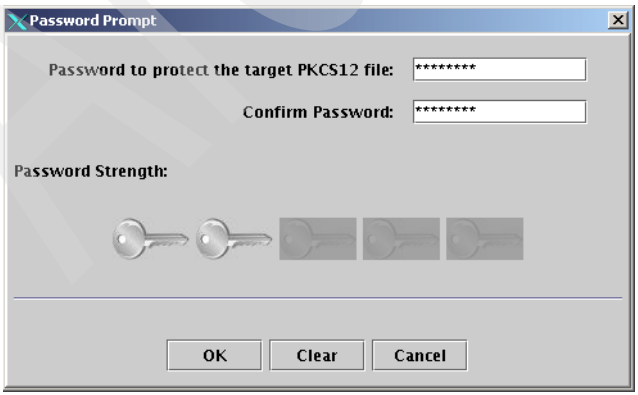

Figure 8-27 Providing a password to protect the private key
In the Password Prompt window (Figure 8-27),enter a password to protect the target PKCS12 file and click **OK**. Be sure to make a note of this password, because it is required later.
e. Enter the password used when exporting the PKCS12 file earlier (see Figure 8-27 on page 230)